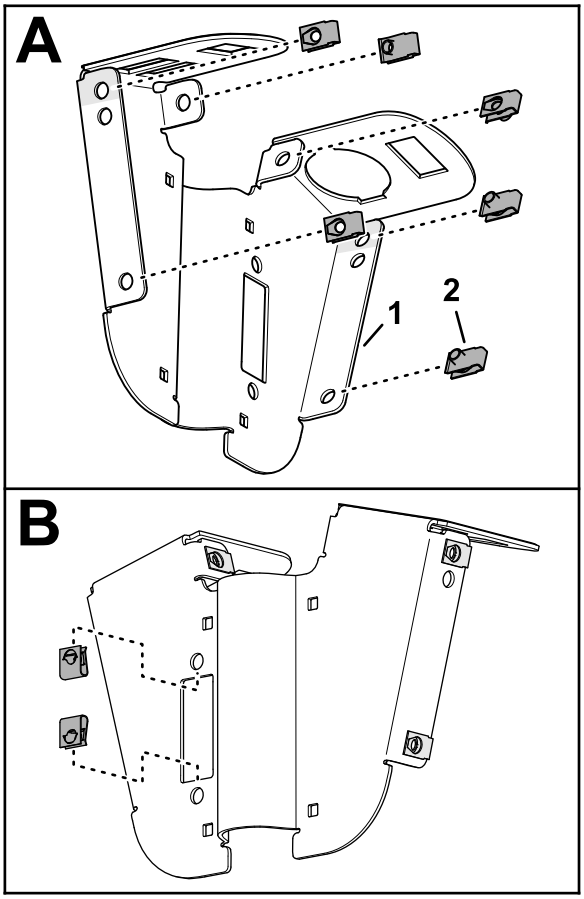

Figur 30
1. Monter de 8 klemmemøtrikker (¼") på kontaktbeslaget som vist i Figur 30.